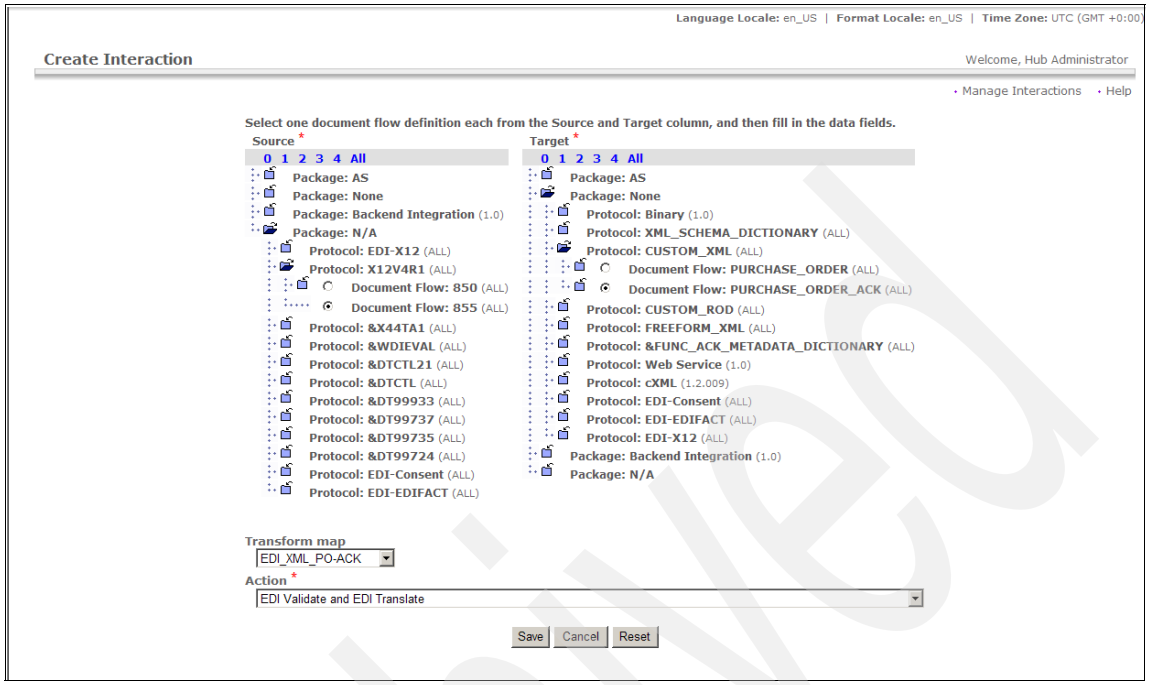

Figure 19-53 Creating the interaction for EDI to XML conversion
9. Select the Action as **EDI Validate, EDI Translate** from the **Action** drop-down box. See Figure 19-53 on page 682.